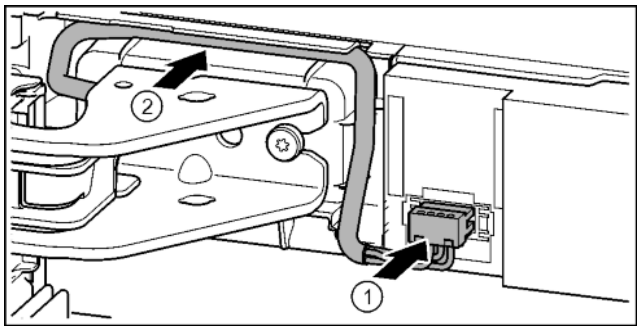

Fig. 35
▶ Click the connector into place above the upper mounting block and carefully place the cable strands into the channel. *Fig. 35 (1)*
▶ Carefully position the grey cable in the guide above the top bearing bracket. *Fig. 35 (2)*